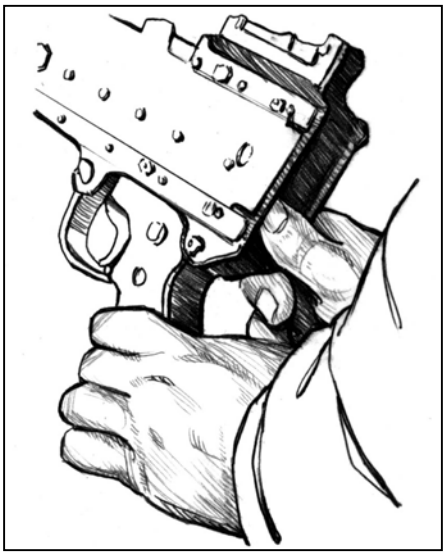
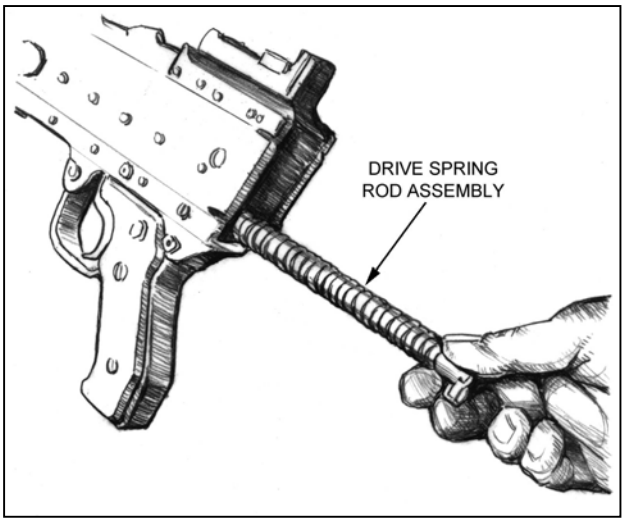

Figure 3-12. Removal of driving spring rod assembly.
Figure 3-13. Driving spring rod assembly.
b. **Remove the Driving Spring Rod Assembly**. Push the driving spring rod assembly forward and up to disengage its retaining stud from inside the receiver (Figure 3-12). Pull rearward on the drive spring rod assembly, removing it from the receiver (Figure 3-13).